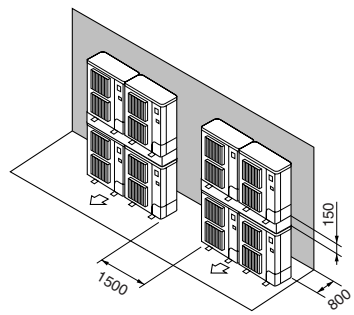

Fig. 3-17
⑦ Anlagen in gestapelter Anordnung (Fig. 3-17)